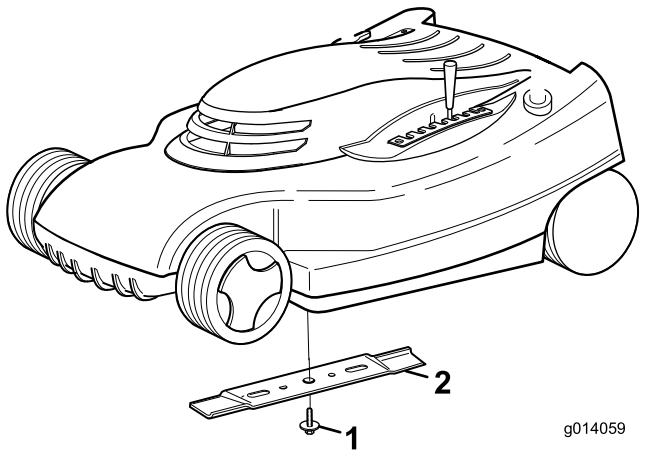

Figur 19
1. Hold enden av kniven (Figur 19) med en fille eller en tykk hanske.